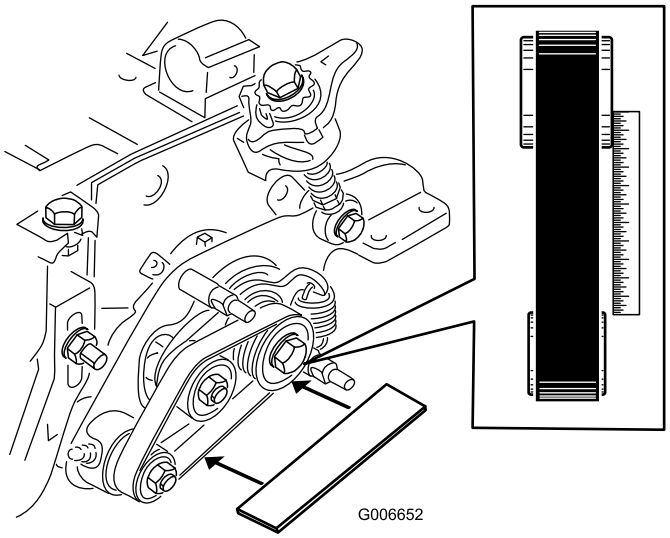

Figura 27
- Disponha uma régua de traçar ao longo da face externa da **polia de** transmissão (Figura 27).